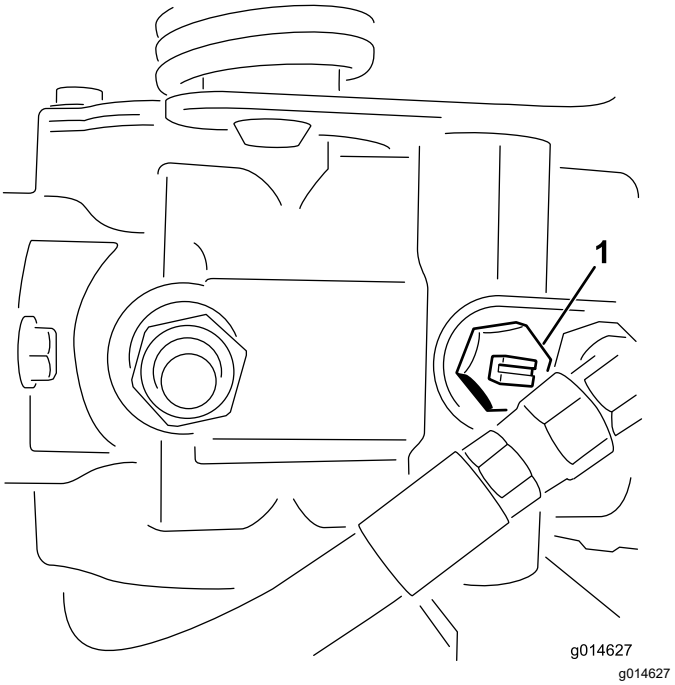

Figur 27
1. Lokalisera överströmningsventilen på pumpen och vrid den så att skåran är lodrät (Figur 27).
2. Stäng överströmningsventilen genom att vrida den så att skåran är vågrät (Figur 27) innan du startar motorn.